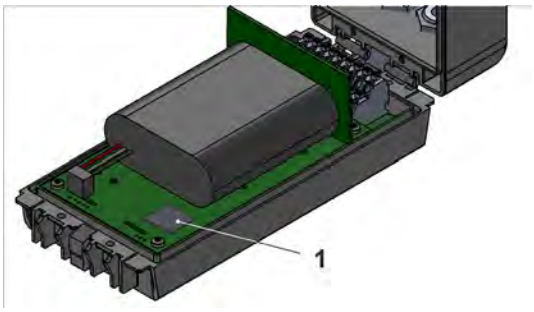

Fig. 25-2 Emplacement de la carte SIM (ici : dans boîtier S – version spéciale)
2. L'emplacement de la carte SIM (Fig. 25-2, pos. 1) est accessible.